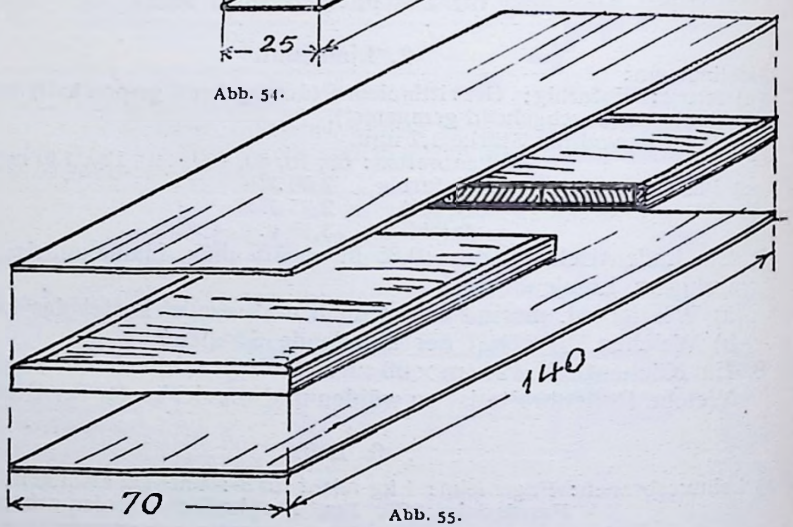

Abb. 55.
12. Es sollen 5 Platten wie Abb. 55 hergestellt werden. Das Blindholz wird aus 3 Teilen verleimt und mit Umleimer versehen, abgesperrt und furniert. Wieviel Fugen- und Furnierleim (unvermischter Lederleim) ist nötig und wieviel kostet er?